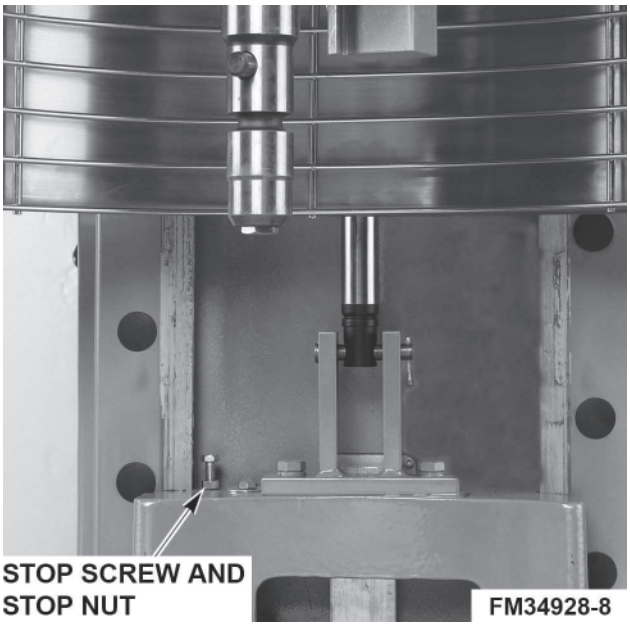

**Fig. 13**
- Loosen the bottom locking nut, (Fig. 13) and turn the stop screw counterclockwise to increase the clearance or clockwise to decrease the clearance.